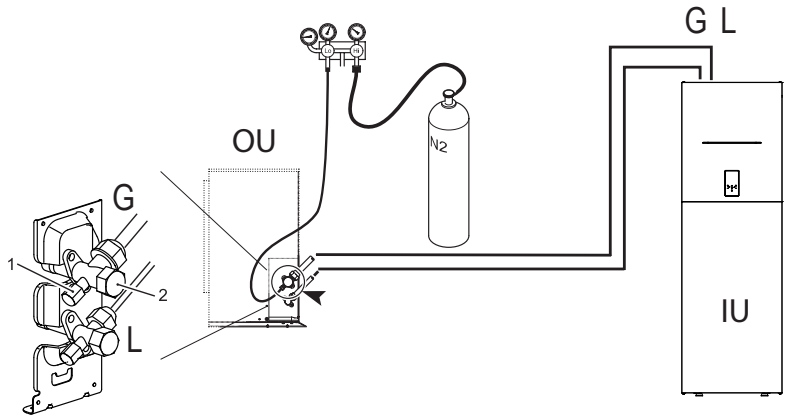

fig. 13 - Luchtdichtheidstest en lekdetectie
- Met de kranen van de buitenunit helemaal dicht, verwijdert u de dop van de servicekraan (onderdeel 1 - fig. 13) en de fitting (onderdeel 2 - fig. 13) van de gaskraan (de grootste)